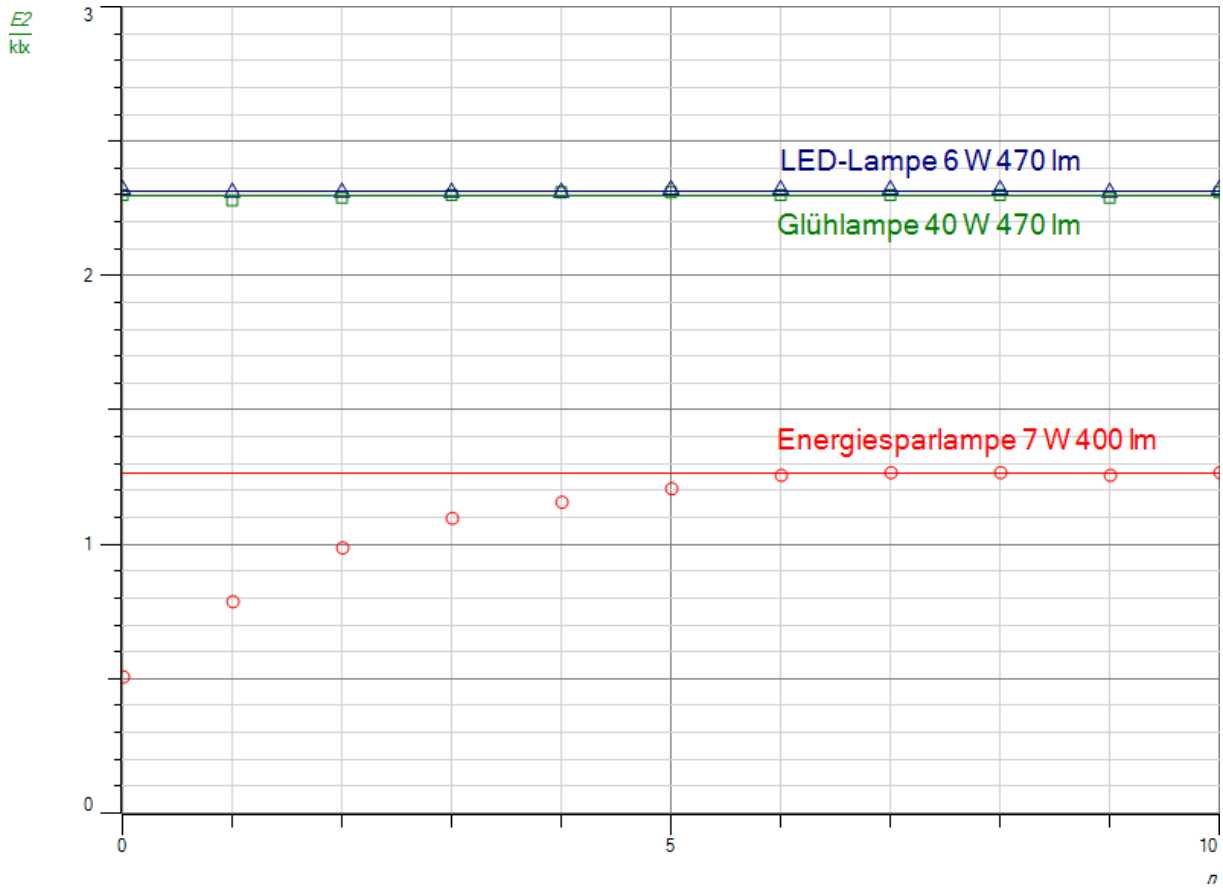

Abb.2: Messkurven für alle drei Lampen
a. Man erhält die Kurve in Abb.2.